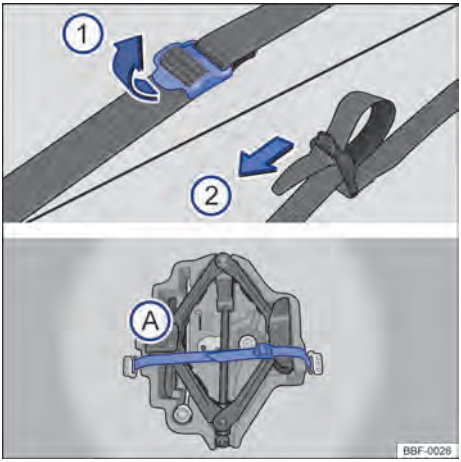

Fig. 182 No compartimento de bagagem: cinta de fixação da caixa de ferramentas e caixa de ferramentas de bordo.
Para soltar a cinta de fixação → Fig. 182 Ⓐ, puxar a fivela no sentido da seta ①.